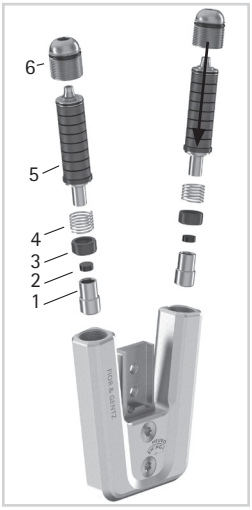

Afb. 15
1 Zet de aanslagdemper (2) en de glijbus (3) met de zuiger (1) in elkaar (afb. 15).
6 Schroef vervolgens de bouwgroep voor de plantairflexie zo ver in het achterste veerkanaal, totdat zij de systeemvoetbeugel raakt (afb. 15). De drukveer (4) moet hierbij volledig gecomprimeerd zijn. Span de veereenheiden (5) niet voor.